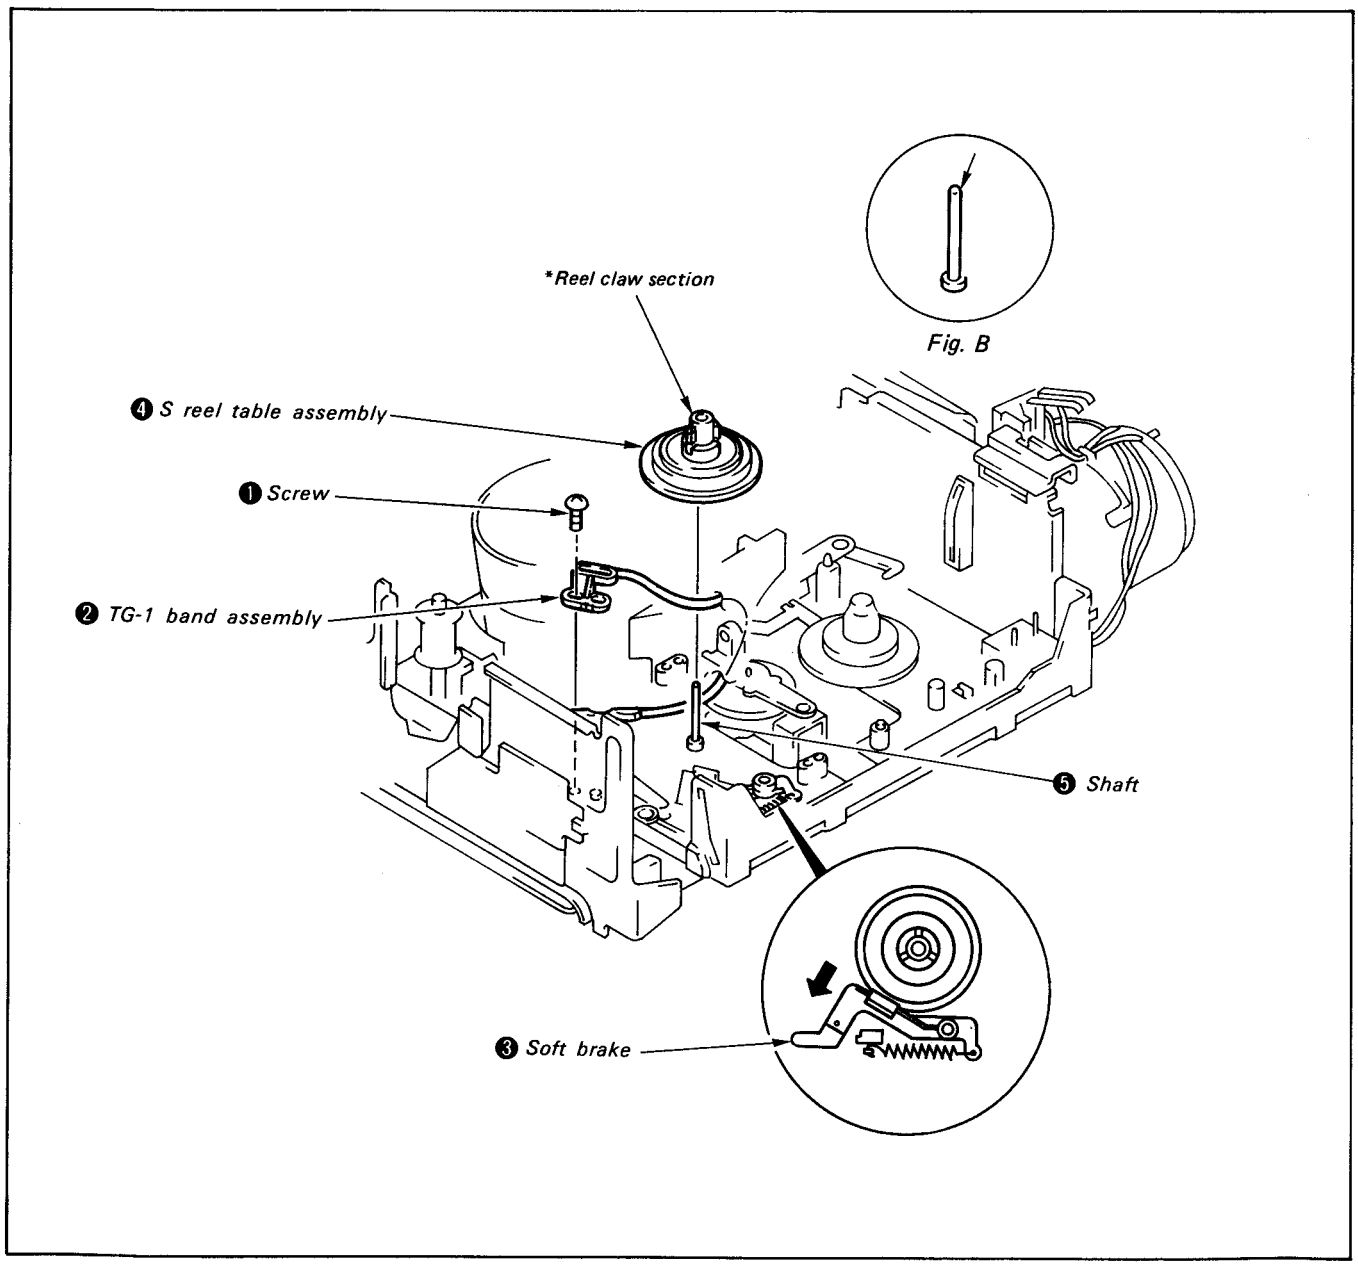

Fig. 2-14
4) Remove 1 screw ❶, and remove one side of TG-1 band assembly ❷.
5) Move the soft brake ❸ in the direction of arrow Ⓐ.
6) Remove S reel table assembly ❹. (See Fig. 2-14)